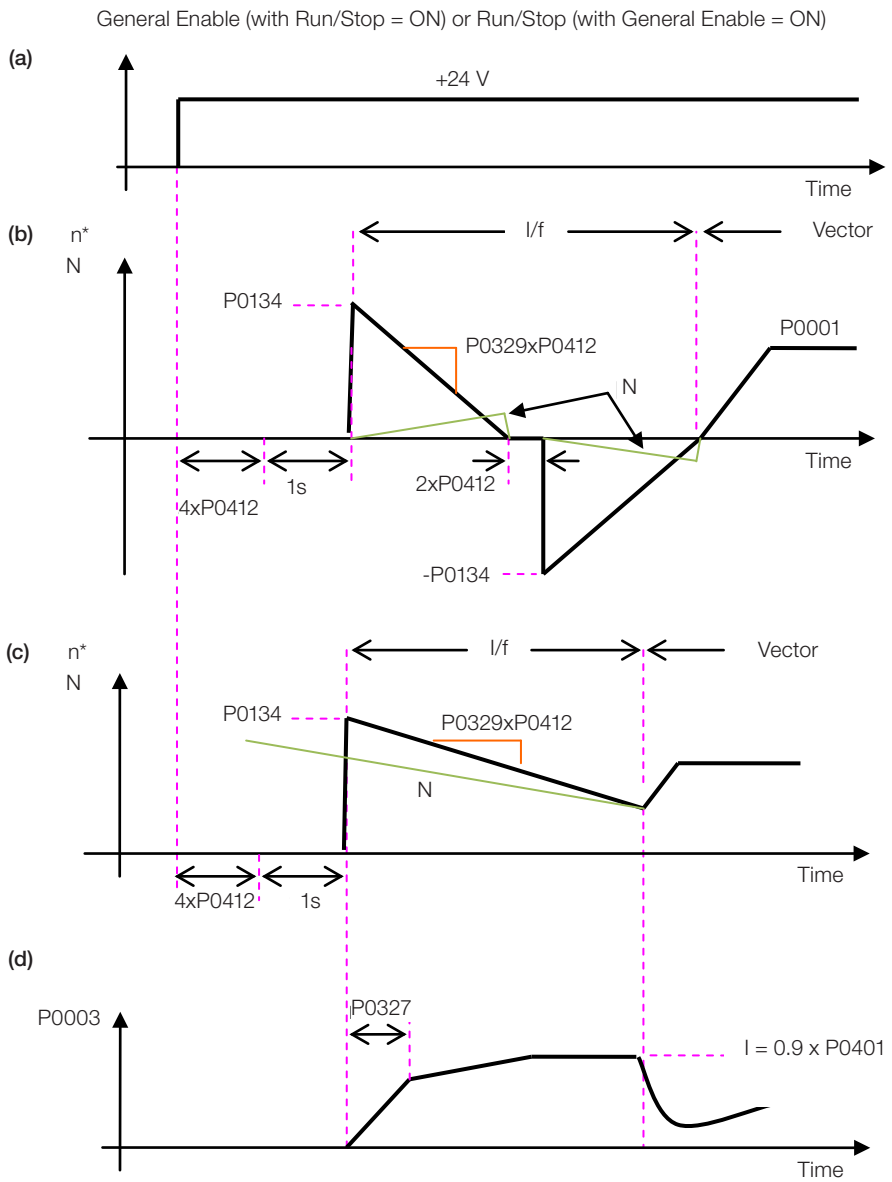

Figure 14.3: *(a) to (d) Influence of P0327 and P0329 during Flying Start (P0202 = 4)*
The behavior of the Flying Start function (FS) in the sensorless mode during acceleration and reacceleration can be understood from the Figure 14.3 on page 14-8.
The Figure 14.3 on page 14-8 shows the behavior of the speed reference when the FS function is started with stopped motor shaft and small P0329 value (not optimized).
The Figure 14.3 on page 14-8 shows the speed reference when the FS function is initiated with the motor shaft already running in the desired direction, or with stopped shaft and an already optimized P0329.